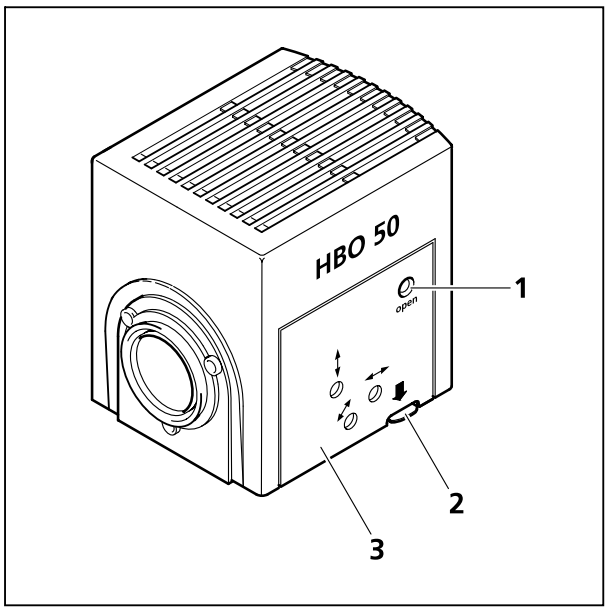

Bild 3-31 HBO 50 öffnen
- Klemmschraube (Bild 3-31/**1**) mit Kugelkopf-Schraubendreher SW 3 lösen.
- Entriegelungstaste (Bild 3-31/**2**) der HBO 50 nach unten drücken, Lampenträger (Bild 3-31/**3**) ganz herausziehen und separat abstellen.
- Lampenträger in das Lampengehäuse einsetzen und bis zum Einrasten einschieben. Klemmschraube (Bild 3-31/**1**) festziehen.